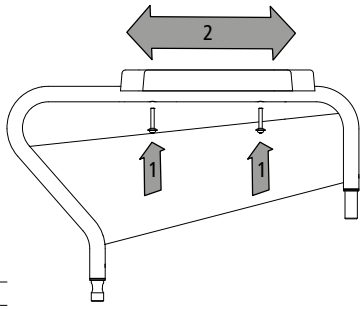

fig. 32
5. Desserrer les vis qui maintiennent les accoudoirs sur les parties latérales (1, fig. 32).
6. Les accoudoirs peuvent ensuite être déplacés de 30 mm vers l'avant ou l'arrière (2, fig. 32).